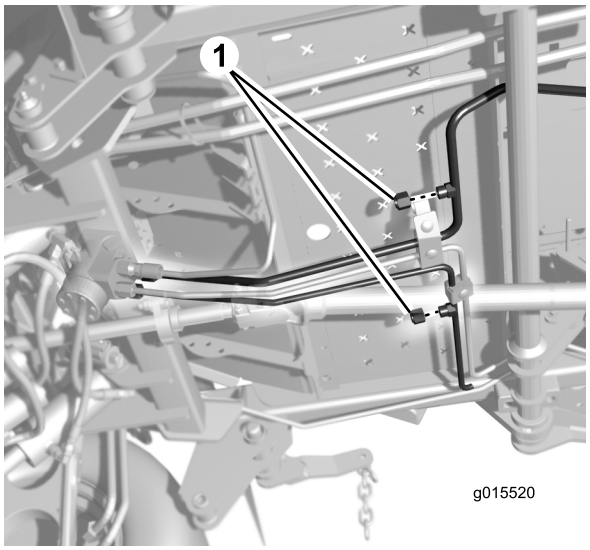

Figur 8
1. Placera ett kärl under locken på hydraulslangarna (Figur 8).
2. Ta bort locken från hydraulslangarna på maskinen (Figur 8). Ta bort ett lock åt gången när du monterar slangarna för att förhindra alltför stor förlust av hydraulvätska.